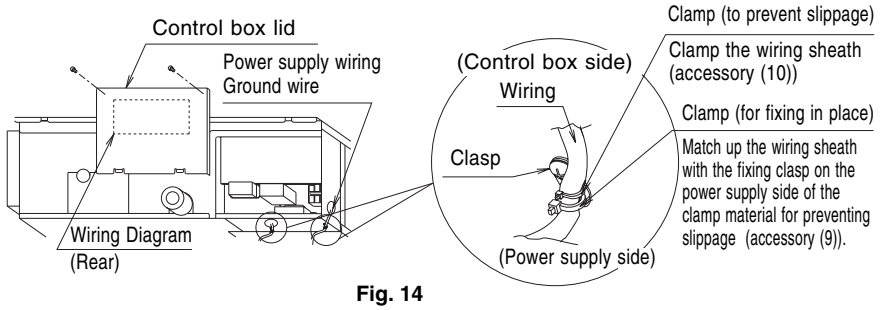

Fig. 14
Securely clamp the cables with the clamps (9)(10) offered as accessories as shown in Fig. 14 so that tension will not be applied on the cable connection areas.